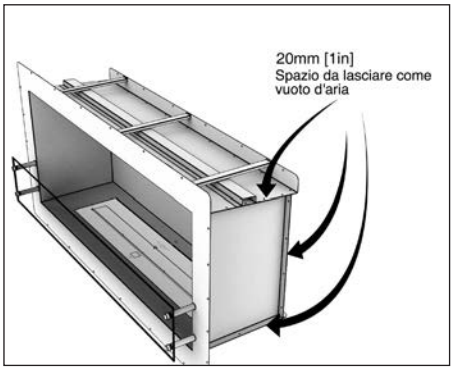

Fig. 3
- avere distanziatori incorporati di 20 mm (0,8 pollici) su tutti i lati per assicurarsi che non siedano direttamente contro qualsiasi materiale combustibile e lasciare spazio per isolamento della costruzione circostante. (Fig. 3)